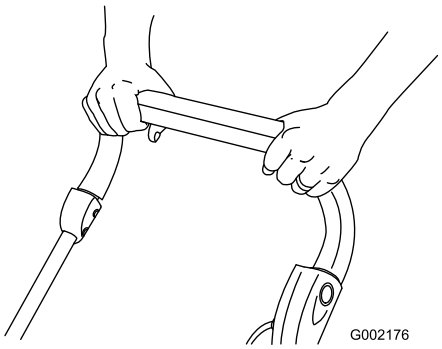

Bild 17
5. Halten Sie den Schaltbügel zum Griff und lassen Sie die Taste los (Bild 17).